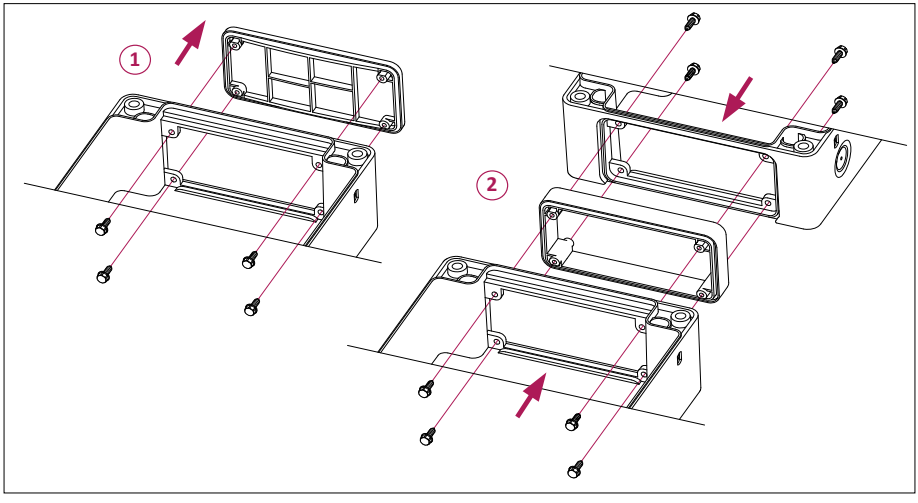

Abbildung 7
- Wenn zum Block beispielsweise ein Ergänzungsmodul angeschlossen wird, verwenden Sie den Adapter aus dem Blockset (**Abbildung 7**). Entfernen Sie zunächst den eingestellten Blinddeckel am Gehäuseboden und schrauben Sie dann den Adapter mit Hilfe der Schrauben mit einem Schraubenschlüssel fest.